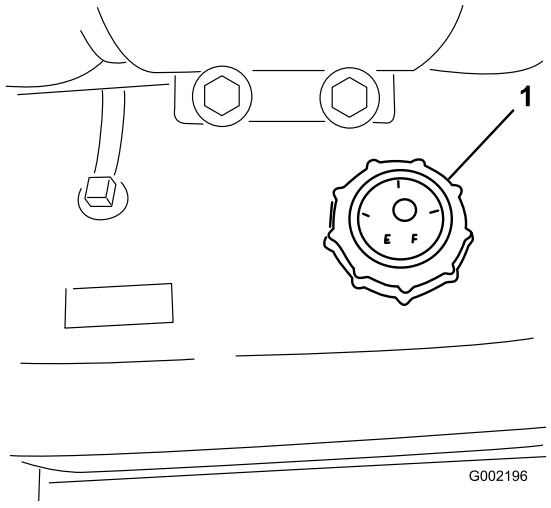

Bild 18
3. Reinigen Sie den Bereich um den Tankdeckel (Bild 18).